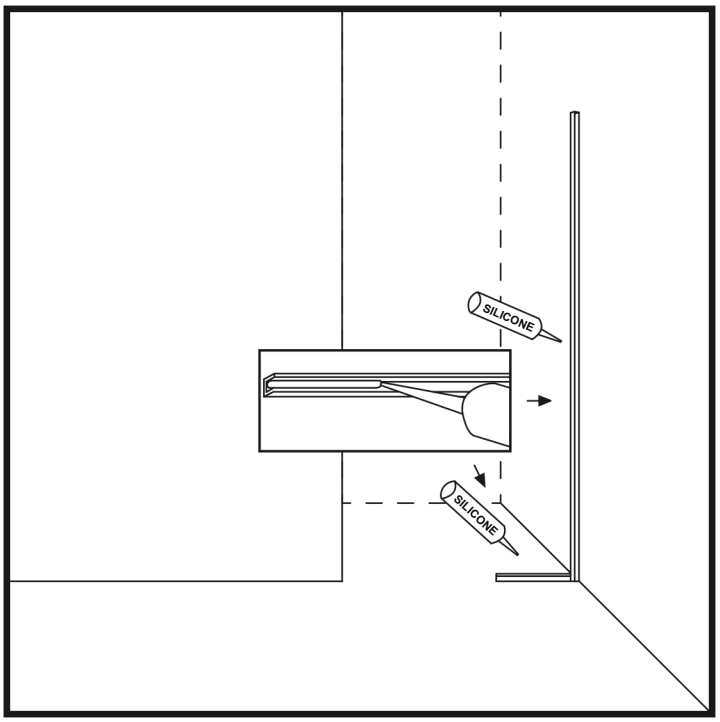

Abbildung 6
14. Füllen Sie die U-Leisten an Wand und Boden mit einem gleichmäßigen Silikonstreifen. (Abbildung 6)